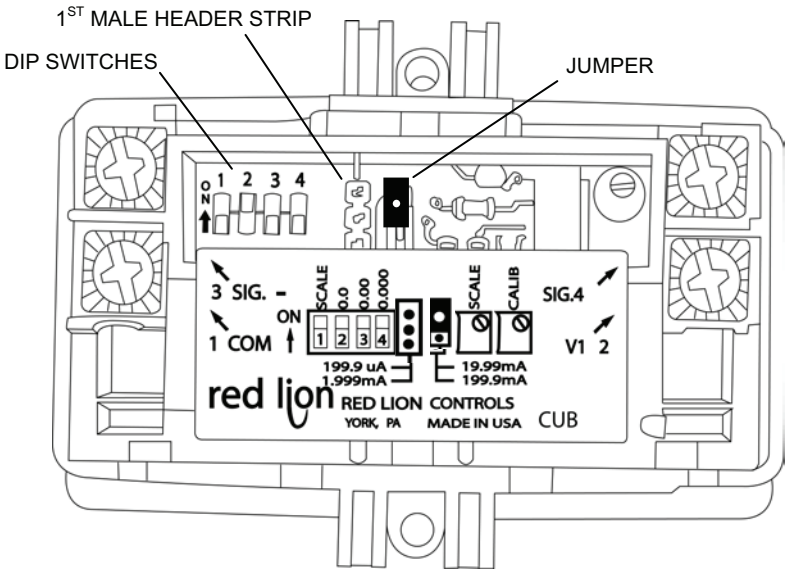

Figure 7.Digital Display Settings
a. To set the digital display to the required 19.99mA current range, position the jumper over the top two pins on the second male header strip as indicated in Figure 7.